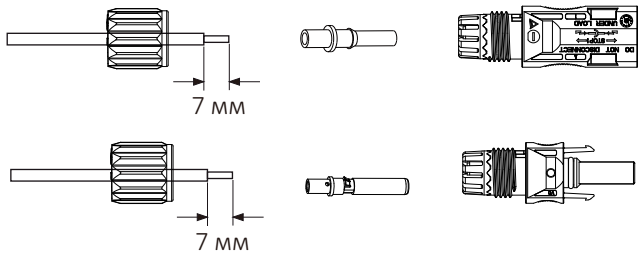

Рис. 5.3. Снятие гайки разъёма
a) Снимите изоляцию провода ФЭ на 7 мм, отвинтите гайку разъёма и проденьте через неё провод (рис. 5.3). Так же подготовьте все провода ФЭ, следя за полярностью разъёмов.